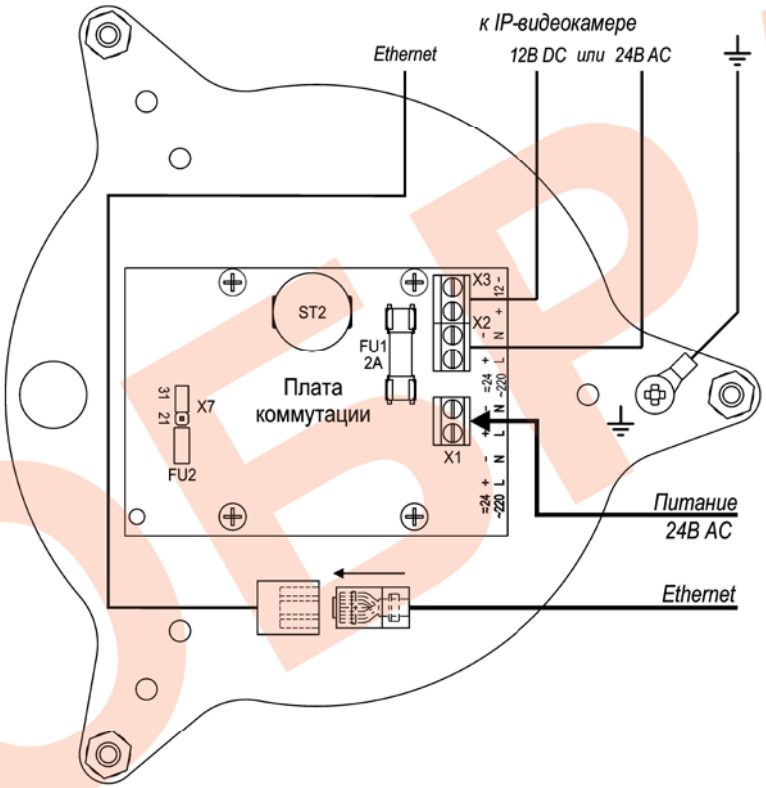

Рис.2 Подключение изделия
5. Продеть через гермовводы кабели. Кабель питания подключить к плате коммутации клеммы X1, кабель UTP кат. 5е (Ethernet) подключить к IP- видеокамере (рис.2).
* Предприятием изготовителем джампер X7 установлен в положение «31» - что соответствует мощности обогрева 34 Вт, для изменения мощности на 23 Вт джампер X7 необходимо переставить в положение «21» (см. рис.2).